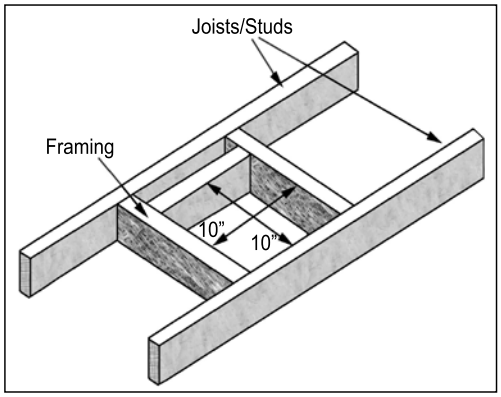

Figure 33. Vent Framing For Wall or Ceiling.
A 10" (254 mm) x 10" (254 mm) frame (see Figure 33) will assure the proper support and spacing for the vent pipe as it passes through the wall. Installations in Canada require that a wall thimble be used for passing through walls and ceilings. All sealing and vapour barriers must comply with local building codes.
Step 3. With the pipe in the correct position and attached to the fireplace, mark the wall for a 10 inches (25.4 cm) x 10 inches (25.4 cm) square hole (see Figure 33). The center of the hole should match the center line of the horizontal pipe. Cut and frame the hole in the exterior wall where the vent will be terminated. If the wall being penetrated is made of a non-combustible material (i.e. masonry or concrete) a 7 inches (17.8 cm) hole is acceptable.